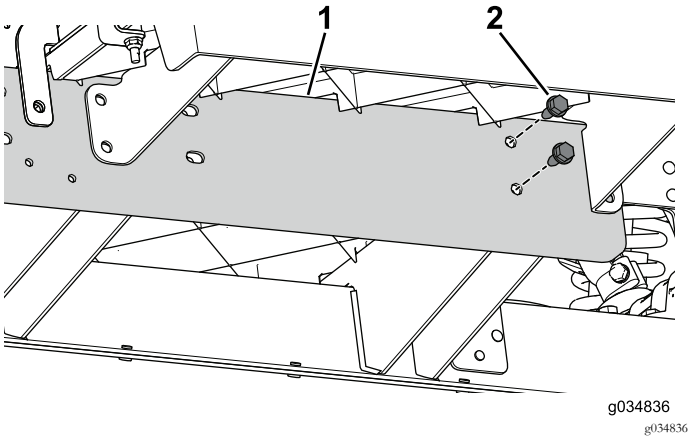

Figura 71
3. Utilice los 2 pernos (5/16" x ¾") para sujetar provisionalmente la extensión del perfil central a la sección delantera de la máquina (Figura 71).